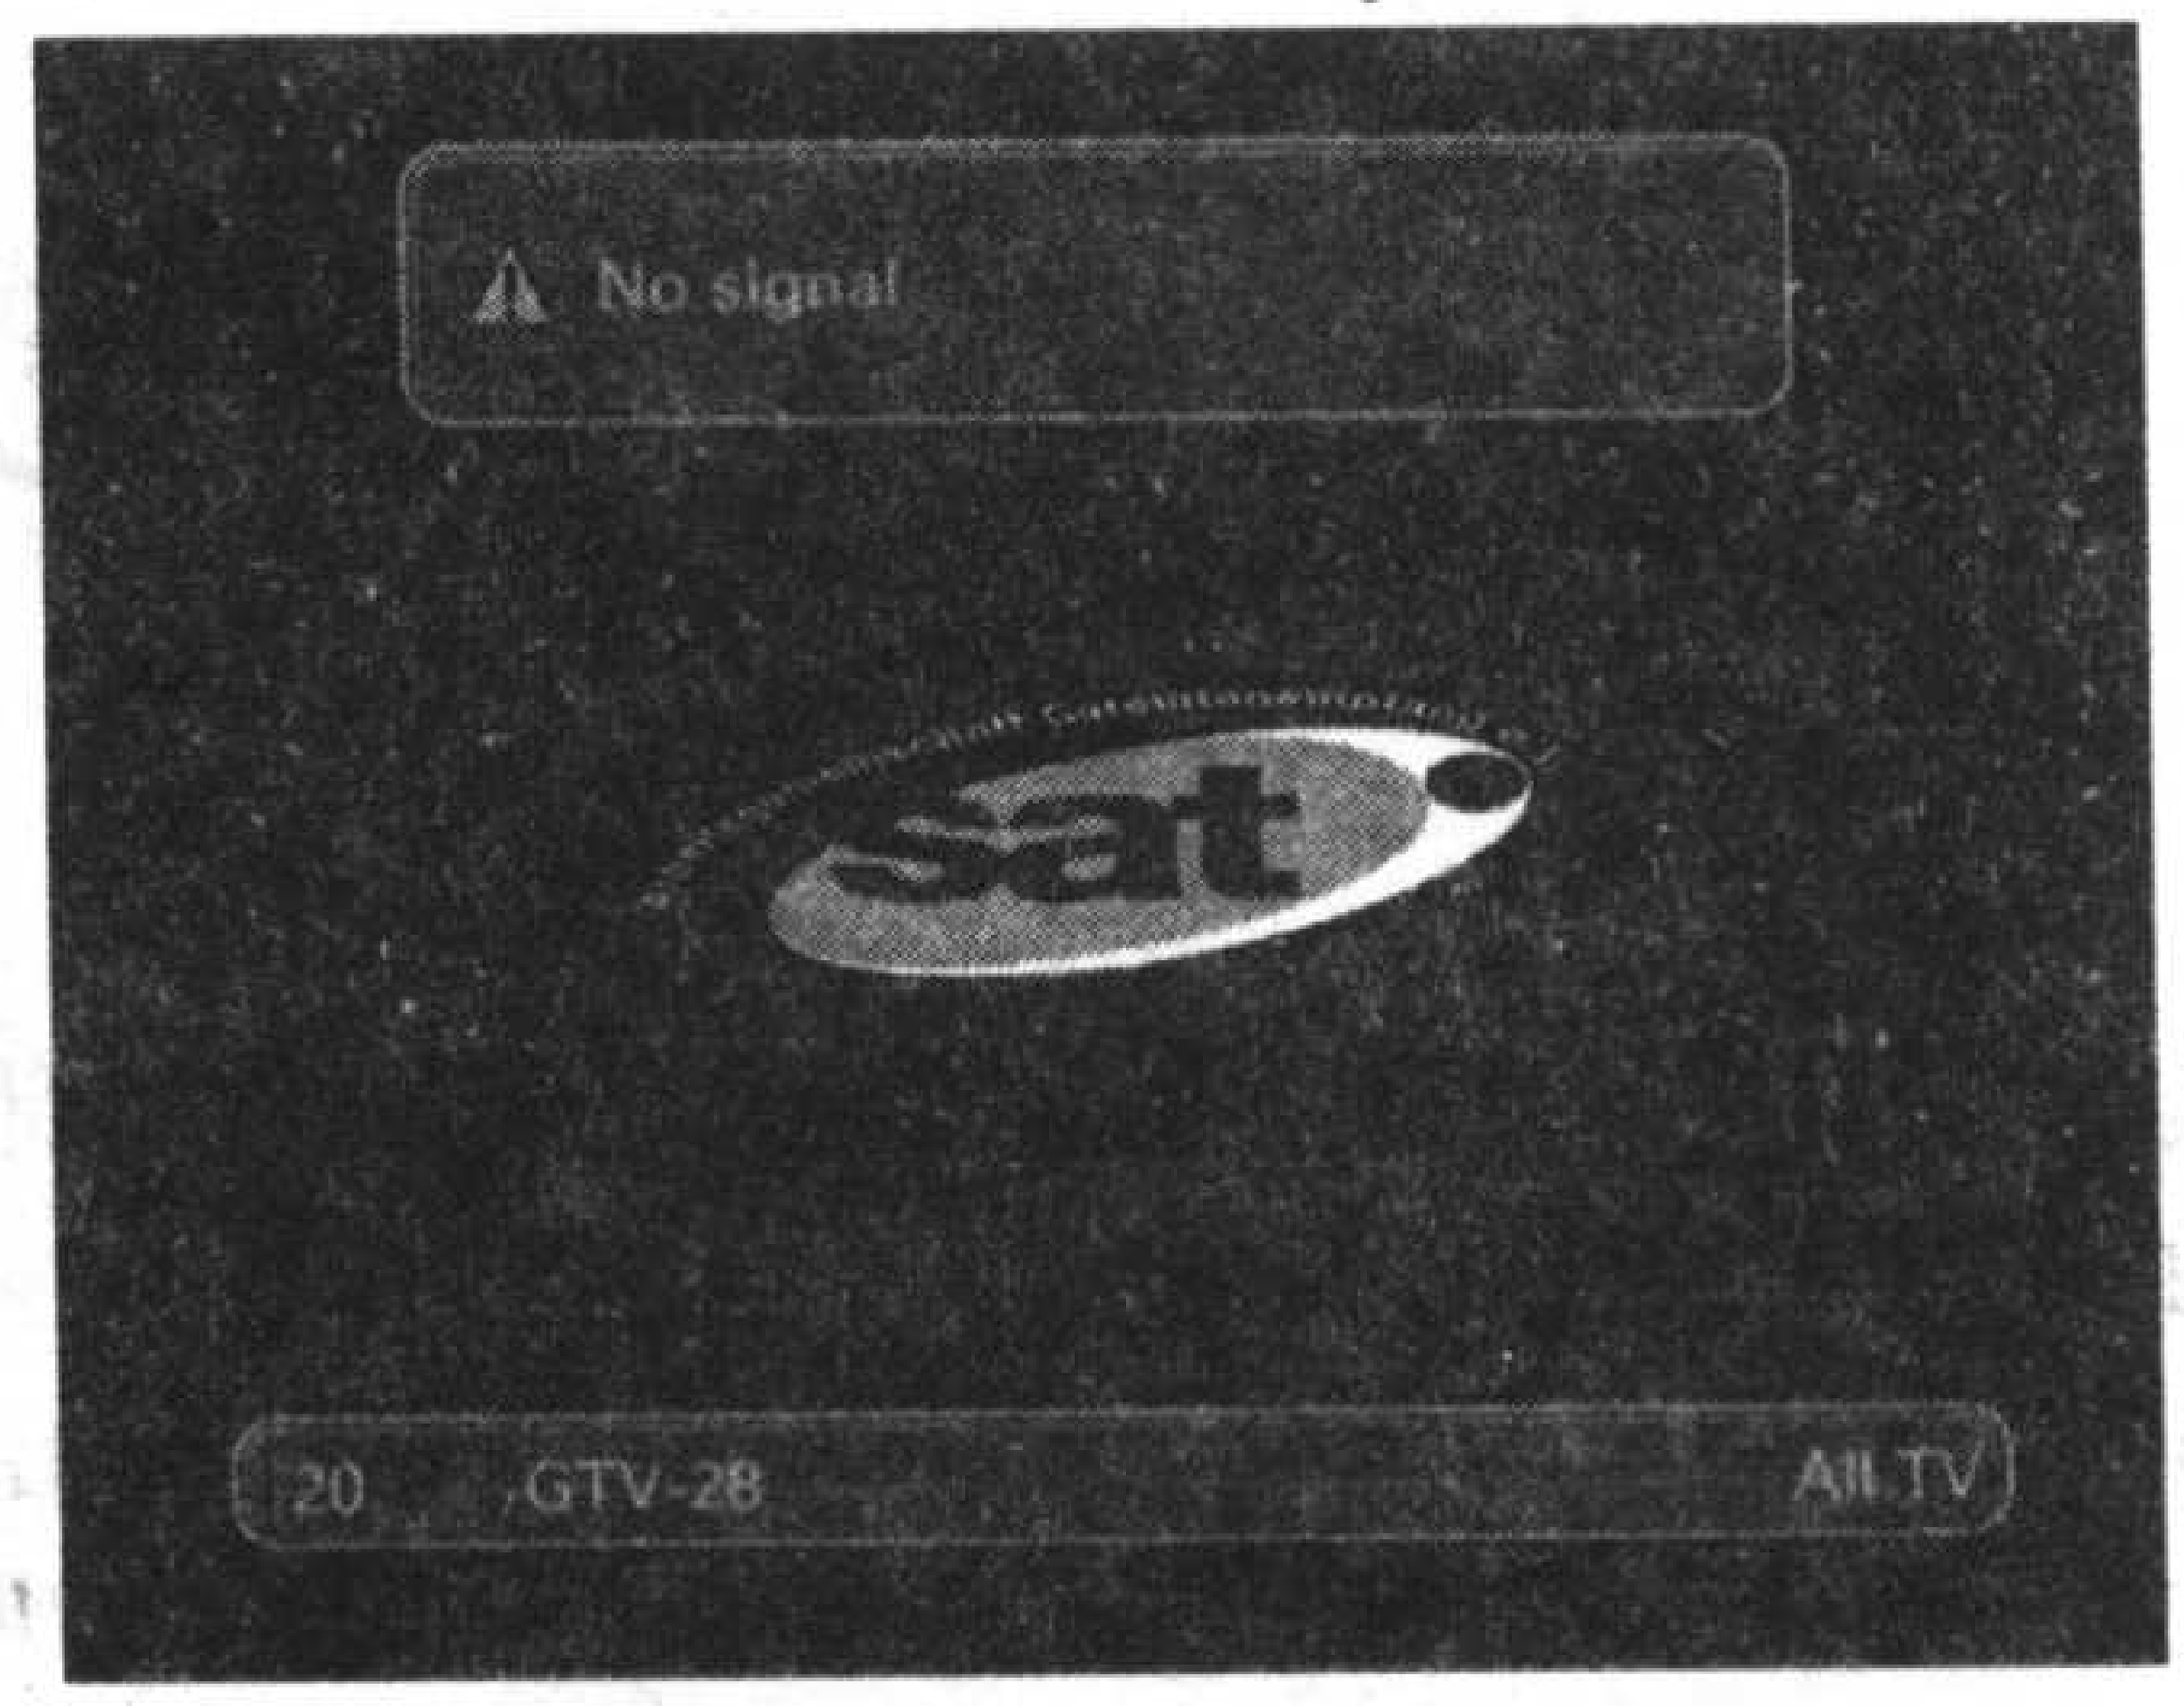

图 45
4. 将这个系统软件按照上面介绍的方法，通过 MaestroFlash 操作平台刷到你的 4 ×0 机中，这样你就有一个个性化的 LOGO 画面了(见图 45)。